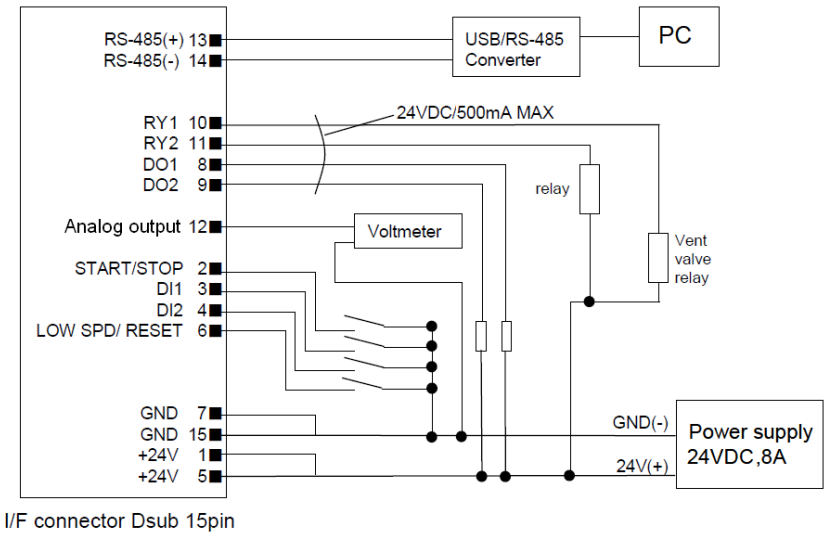

図 5-6　インターフェースコネクタ接続
(1) 外付けのDC24 V 電源をOFF にしてください。
(2) インターフェースコネクタのピンNo.1，5，7，15 とDC24 V 電源を正しく接続してください。（表 5-3，図 5-6 参照）
(3) 信号ケーブルはシールド線を使用し，シールドをコネクタケースに接続してください。